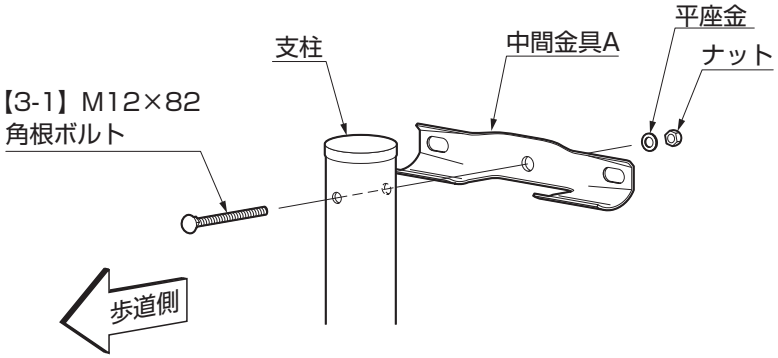

図2-1
①中間金具Aを支柱に【3-1】で固定してください。（図2-1）